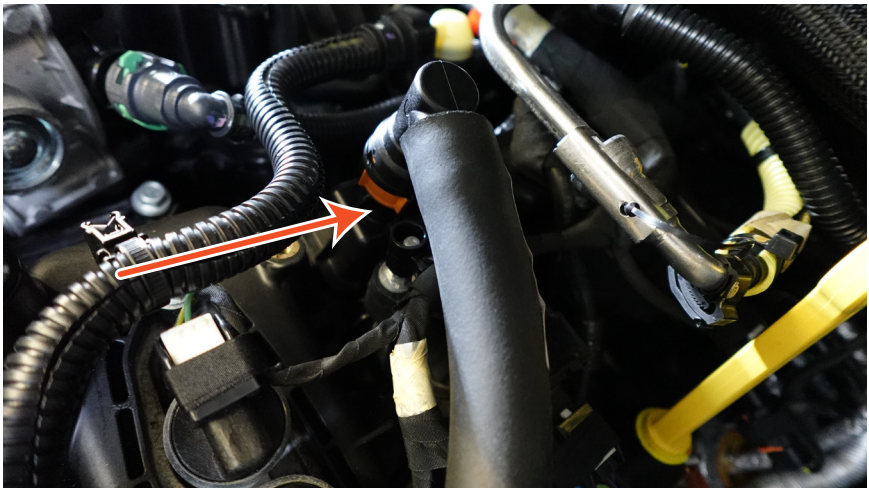
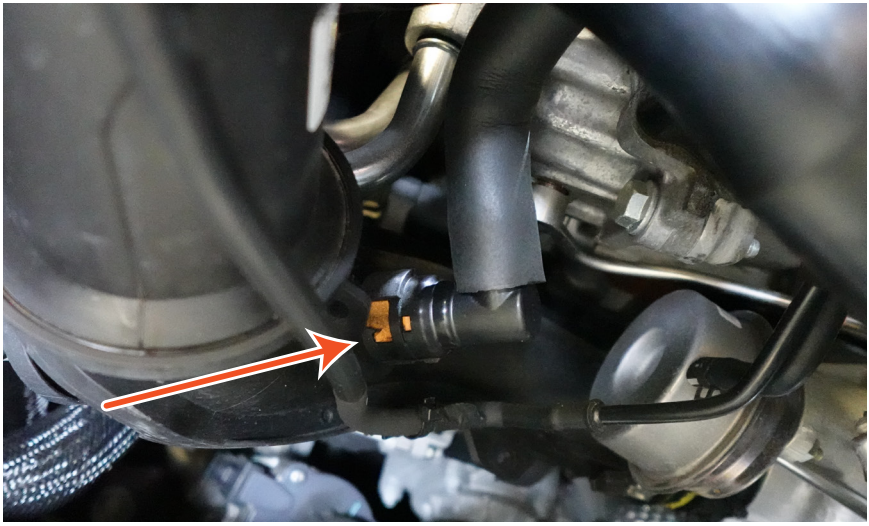

Figure 1 - Charge Pipe Tube Valve Cover Connection
Figure 2 - Charge Pipe Tube Connection
2. Locate the charge pipe tube connections on the driver side of the engine shown in Figure 1 and Figure 2.